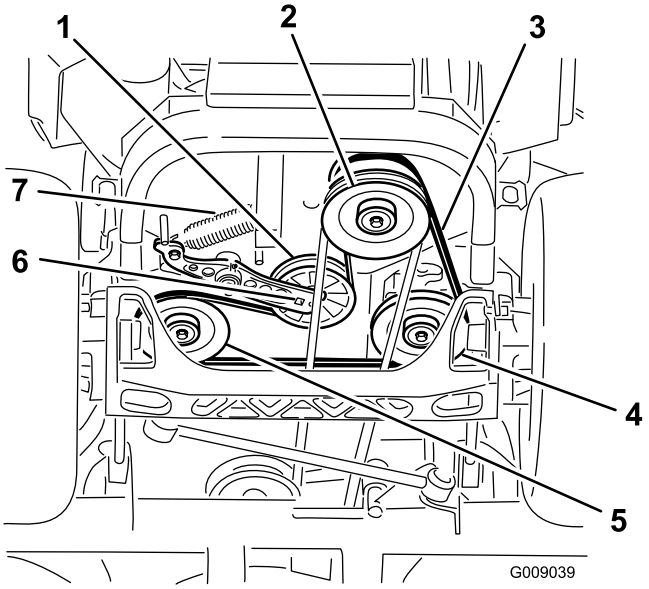

Figura 75
4. Levante la máquina y apóyela sobre soportes fijos (Figura 75).
5. Utilice una llave de carraca en el taladro cuadrado del brazo tensor para retirar el muelle tensor (Figura 75).
6. Desenganche el muelle de la polea tensora del bastidor (Figura 75).
9. Utilizando la llave de carraca en el taladro cuadrado del brazo tensor, instale el muelle tensor en el bastidor (Figura 75).